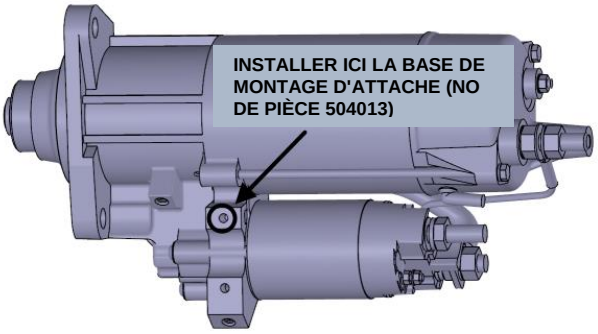
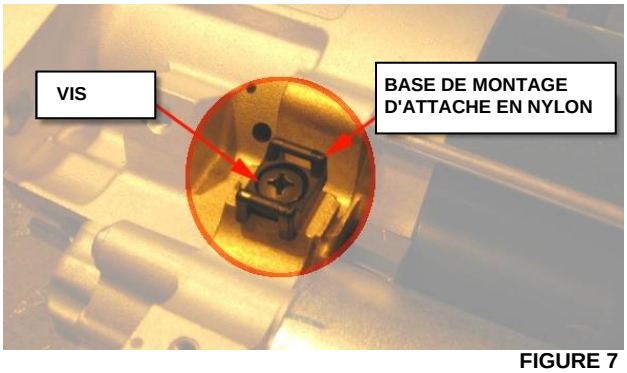

FIGURE 6
FIGURE 7
e) Installer une base de montage d'attache en nylon (numéro de pièce 504013) sur le démarreur. Se référer à la FIGURE 6 pour trouver l'endroit exact. Fixer la base de montage d'attache en nylon avec une vis (*numéro de pièce 502817* (FIGURE 7)).